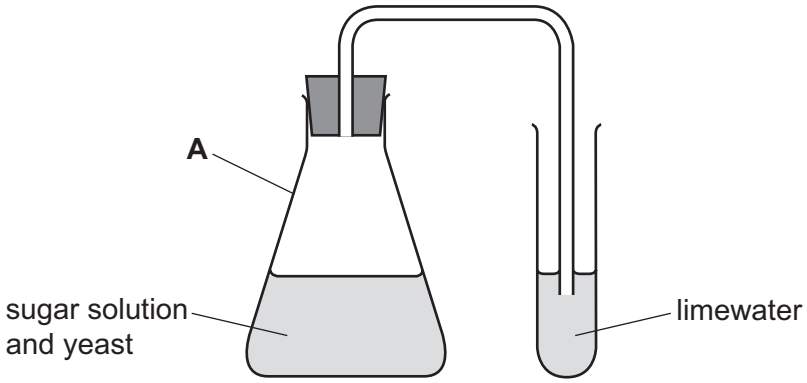

Fig. 1.1
step 5 Place the mixture obtained in the apparatus shown in Fig. 1.1.
(a) Name the item of apparatus labelled **A** in Fig. 1.1.